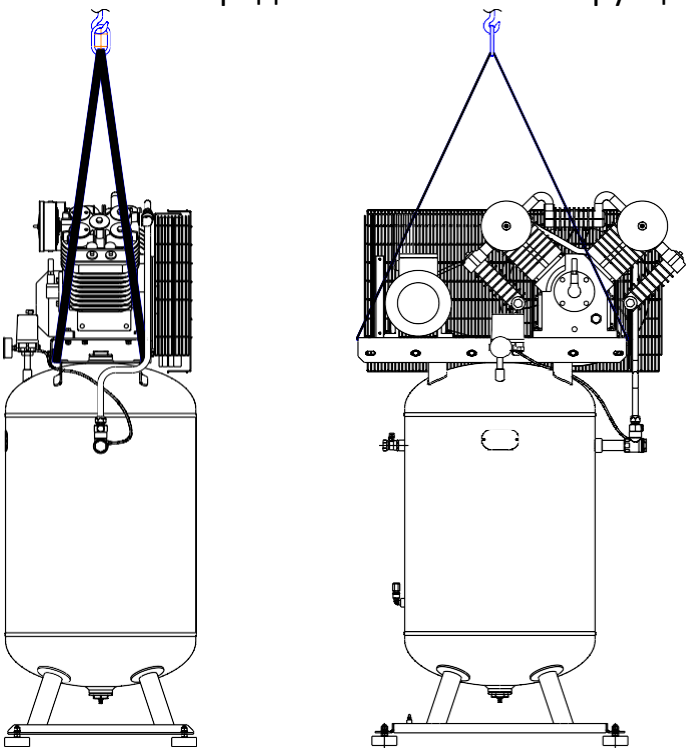

Рисунок 6
- при поднятии компрессора с помощью строп необходимо размещать стропы так, чтобы не повредить элементы конструкции (см. рисунок 6).